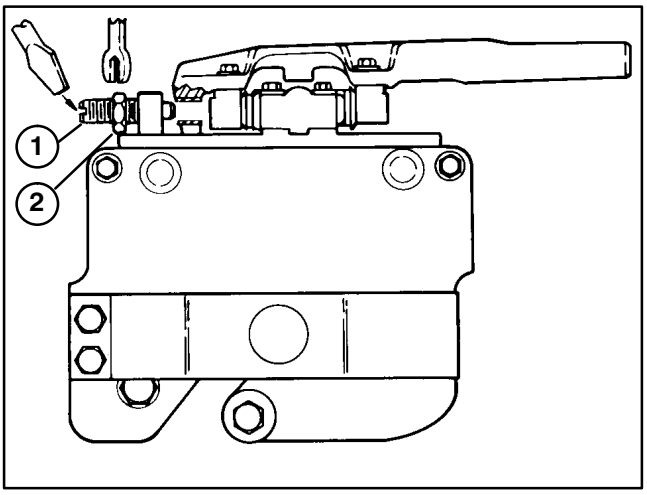
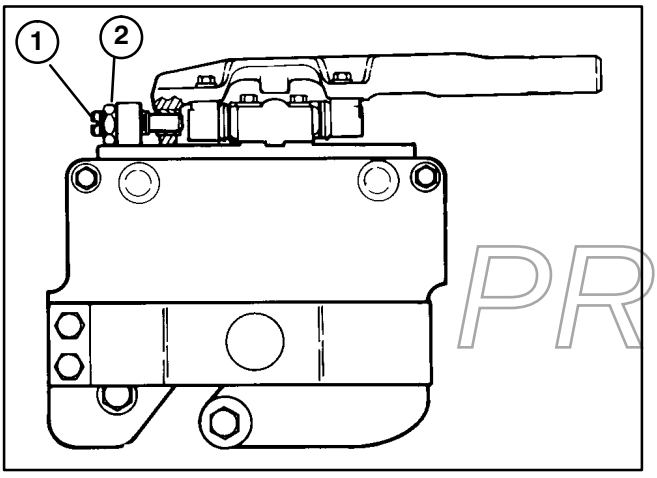

Figure 16
Figure 17
B. Start engine and lower the cutting units onto a flat surface such as a piece of 3/4" or 1" plywood (at least 20" x 30" in size). Stop engine and remove key from switch. Lock cutting units in the fixed position, by loosening the jam nut on lockout pin (Fig. 16) and screwing pin into hole in pivot arm (Fig. 17). Tighten nut to secure lockout. Raise the front rollers up so they do not contact the flat surface.
J. Loosen lockout pin so cutting unit can float freely (Fig. 16).